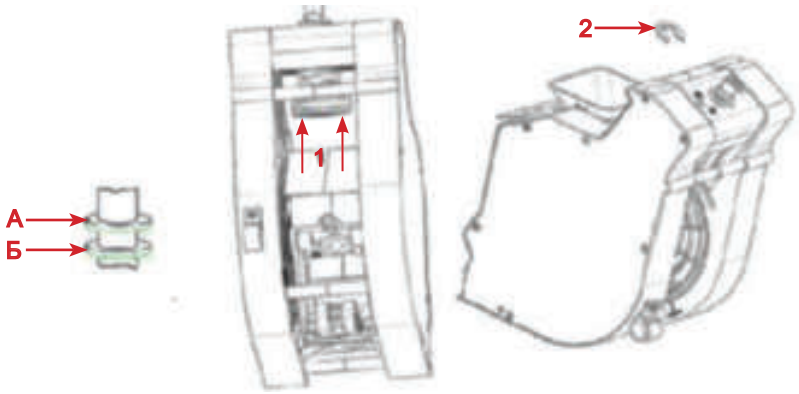

Рисунок 5.14 - Регулировка объёма камеры группы эспрессо
Группа эспрессо позволяет регулировать объём камеры для приёма молотого кофе от дозатора. При установке кулачка дозатора в положение 5 или 6 необходимо увеличить объём камеры путём установки стопорного кольца в положение Б (см.рис.5.14).
3. Подожмите поршень в направлении стрелок 1 (см.рис.5.14)